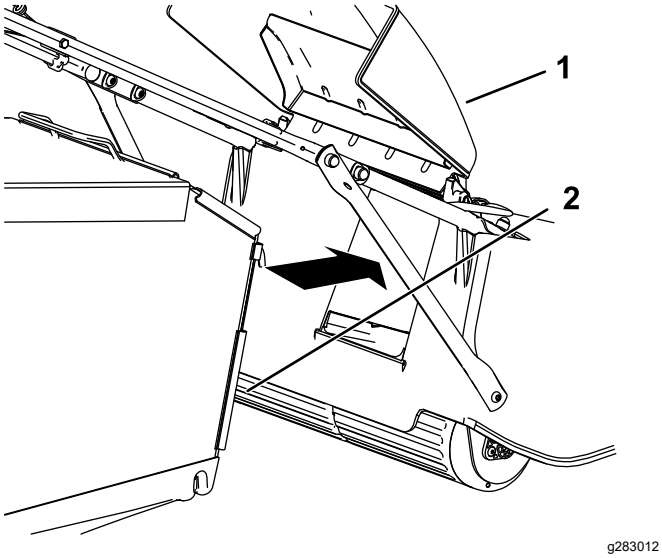

Figura 20
3. Agganciate il cesto di raccolta nella relativa sede (Figura 20).